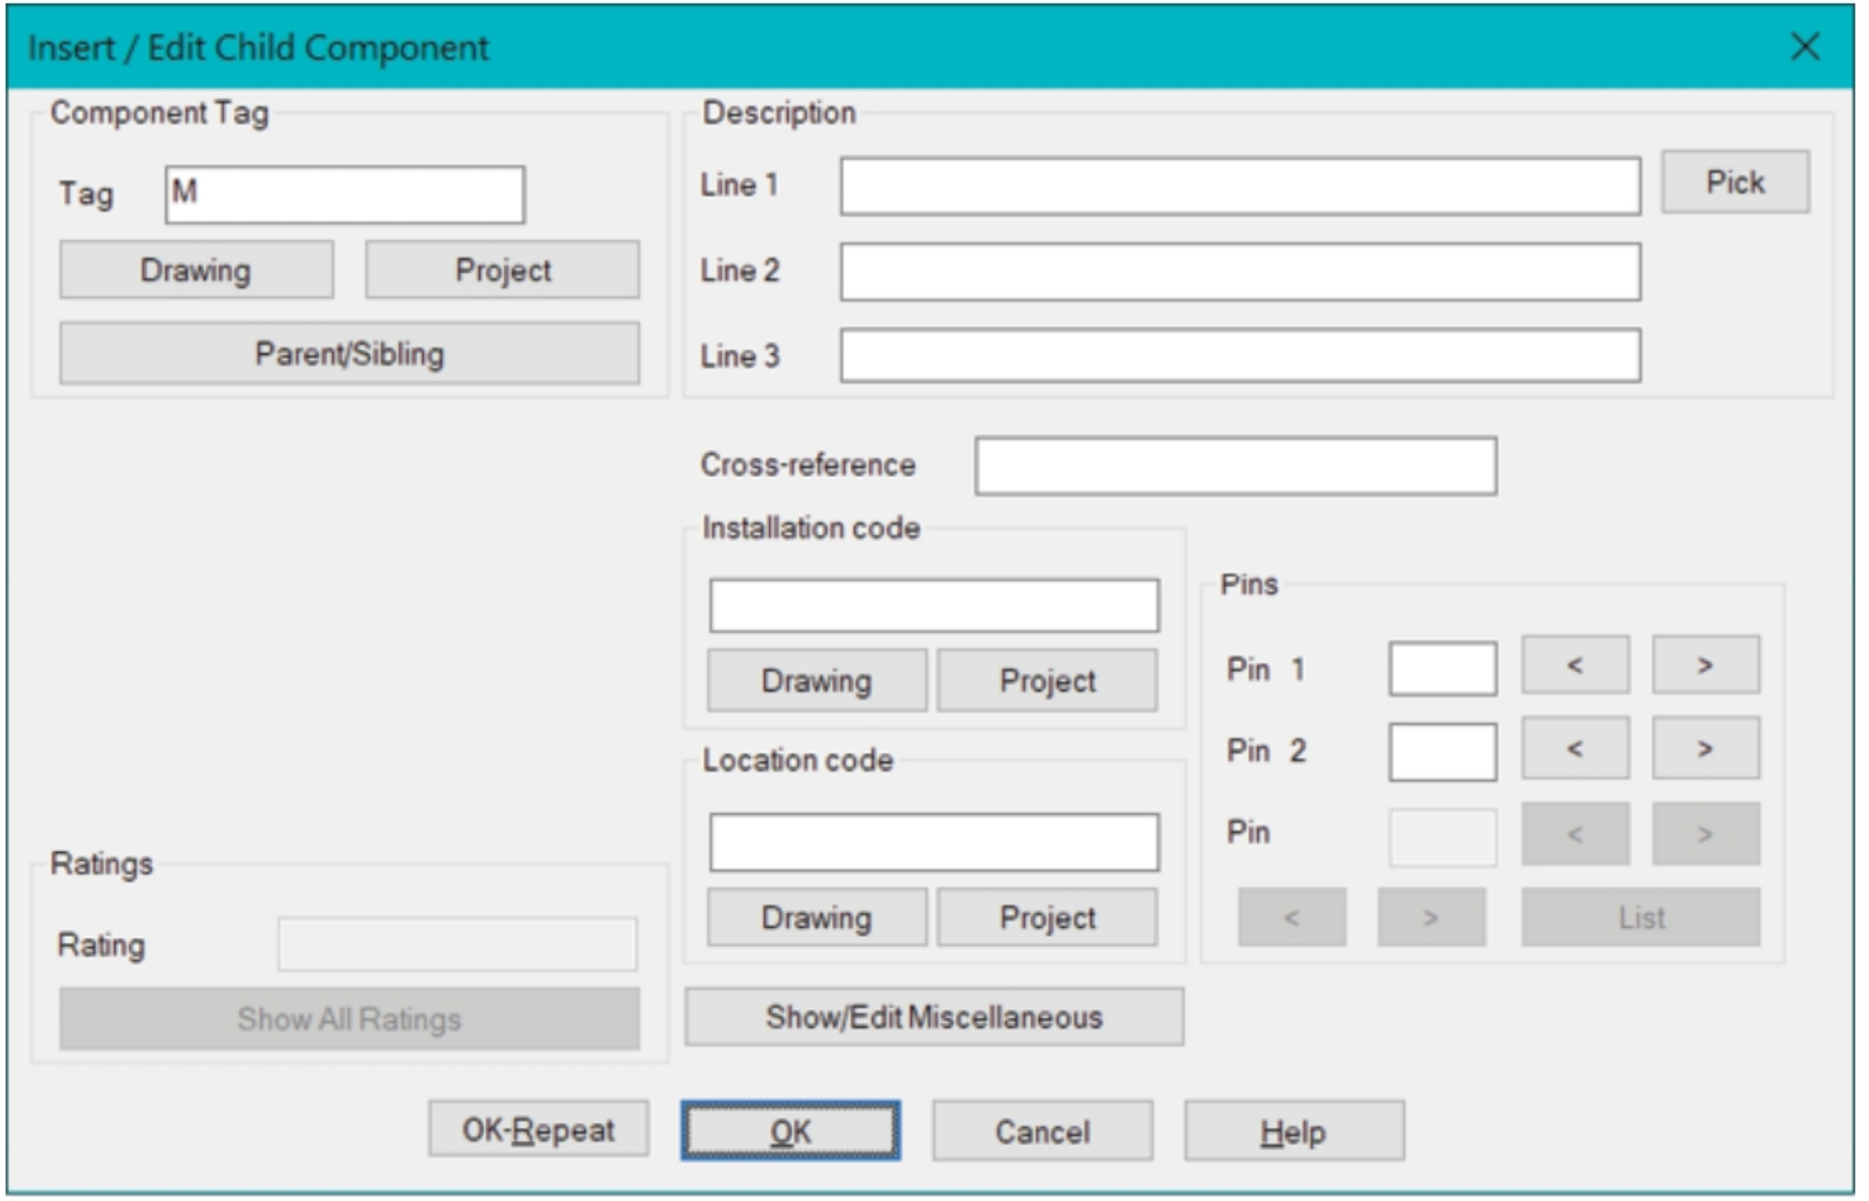

Figure-23. Insert or Edit Child Component dialog box
- Click on the **Down** button from the dialog box. The contacts will be placed and the **Insert/Edit Child Component** dialog box will be displayed; refer to Figure-23.